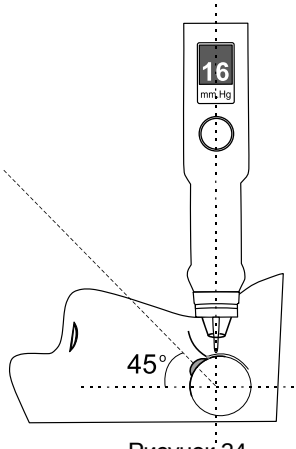

Рисунок 24
• **Перпендикулярность установки штока прибора к поверхности глаза**. Для достижения перпендикулярности установки необходимо совместить ось штока тонометра с геометрическим центром глазного яблока (рис. 24).